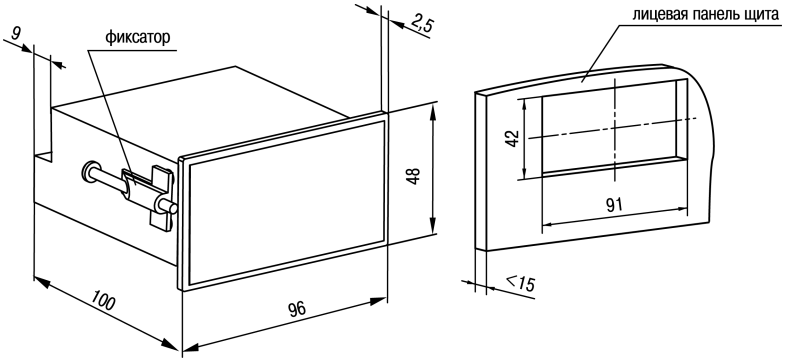

Рисунок 4.9 – Габаритные размеры корпуса Щ2
1. Подготовить на щите управления монтажный вырез для установки прибора (см. *рисунок 4.9*).